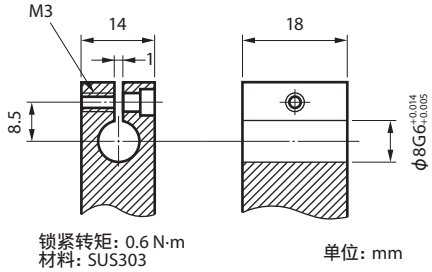

图 3. 安装固定器的尺寸及尺寸公差
- 安装到机械装置上时，请使用法兰适配器 DZ830F（另购附属品），以防止因紧固过度而损坏测量单元。如果不能使用 DZ830F，请准备图 3 所示尺寸及材料的固定器，以规定转矩 0.6 N·m 拧紧螺丝，固定探头。
- 如图 3 所示地通过将螺丝拧入裂缝来安装中空管。